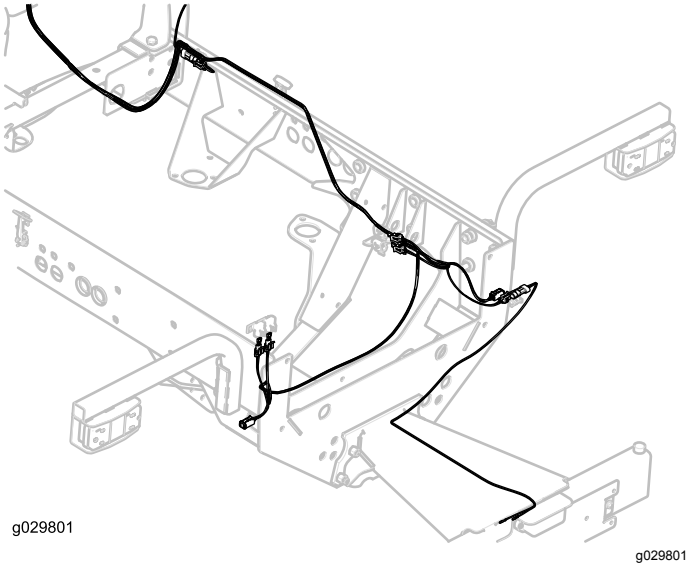

Figure 31
22. Acheminez le faisceau de câblage jusqu'à l'éclairage de la plaque d'immatriculation et branchez le connecteur du faisceau au connecteur de l'éclairage (Figure 31).